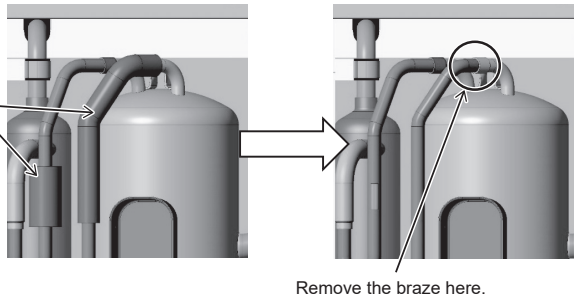

Figure 8
(8) Remove the pipe covers, and then remove the braze. (See Figure 8.) (For EP models only)